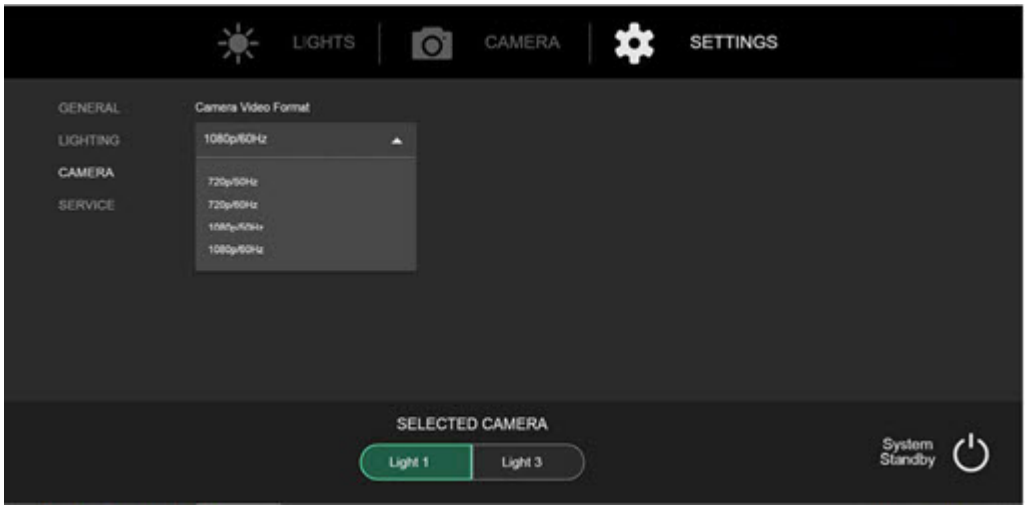

Figure 6-44. Format vidéo de la caméra
1. Appuyez sur la touche Settings (Paramètres) de l'IWC. Voir *Figure 6-44*.
Les formats vidéo compatibles avec les caméras HD de la série A sont indiqués en *Figure 6-44*. Les formats vidéo compatibles avec les caméras 4K de la série A sont 1 080 p/50 Hz, 1 080 p/60 Hz, 2 160 p/25 Hz et 2 160 p/30 Hz.